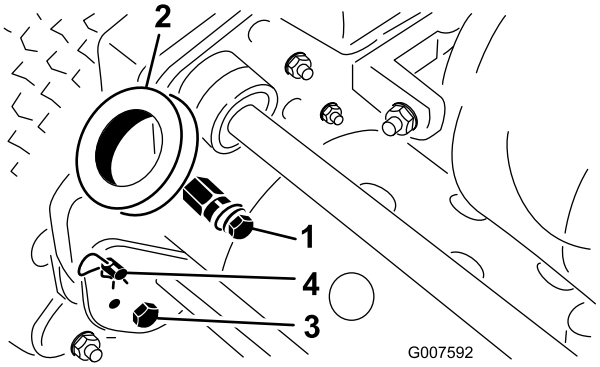

Figur 2
1. Ta bort de skruvar och låsmuttrar som håller fast styrarmarnas nedre delar på båda sidorna av klipparen (Figur 2).
2. Avlägsna hårnålssprintarna och ringbultarna som fäster styrarmarna på ramens baksida (Figur 2).
3. För in handtagets ändar genom hålen i styrarmarna och passa in hålen efter fäststiften (Figur 2).
1. Avlägsna hårnålssprintarna från ringbultarna på varje sida av klipparen (Figur 2).
2. Medan du stöder handtaget avlägsnar du ringbultarna på varje sida och höjer eller sänker handtaget till önskat driftsläge (Figur 2).